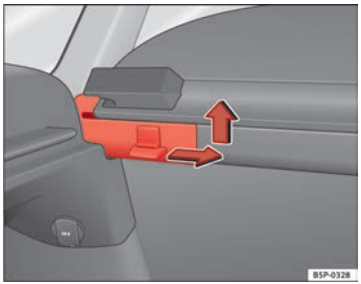

Abb. 126 Ausbau der Ablage
– Drücken Sie den seitlichen Stift in Pfeilrichtung, heben Sie die Ablage an und nehmen Sie sie ab ⇒Abb. 126.